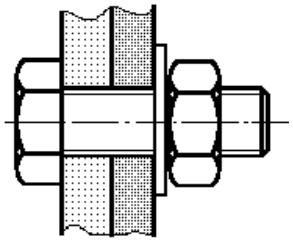

Figura 3- União por Parafuso
e) (0,5 PONTOS) Em uma união rosqueada, como na Figura 3, o parafuso é passante e tem rosca em todo seu comprimento. Sua utilização só se justifica se a carga na união for preferencialmente de cisalhamento no parafuso.